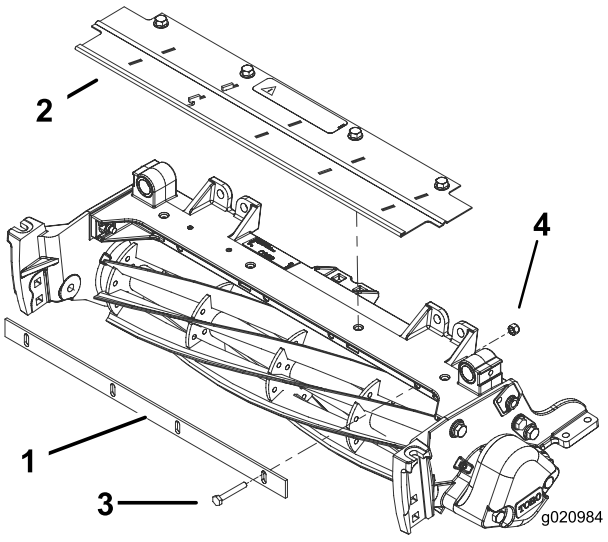

Bild 7
1. Befestigen Sie die Schnittleiste mit vier Schrauben (1/4" x 1-3/4") und vier Sicherungsmuttern (1/4") lose am Mähwerkrahmen (Bild 7).
3. Ziehen Sie die Schrauben und Sicherungsmuttern an (Bild 7).